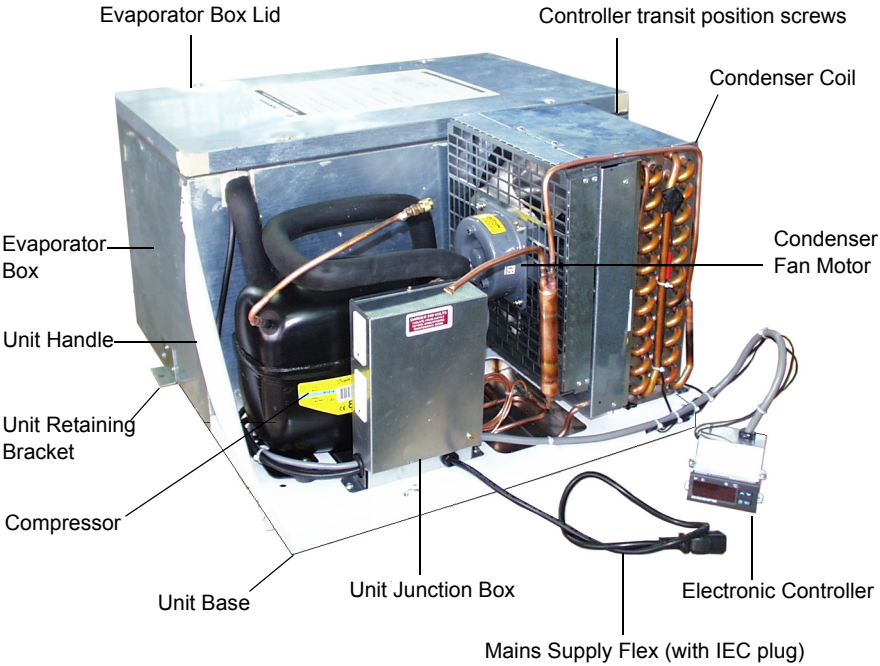

Figure 17: Refrigeration Unit
1. Unplug the sign ENSTO 3-pole plug from the left hand end of the unit junction box (see figure 17, page 33).